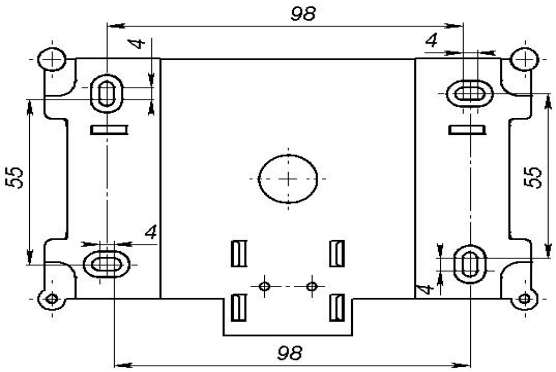

Рисунок 4.2. Габаритные размеры переходной планки
- прибор крепится на переходную планку, которая предварительно крепится к стене (рисунок 4.2);